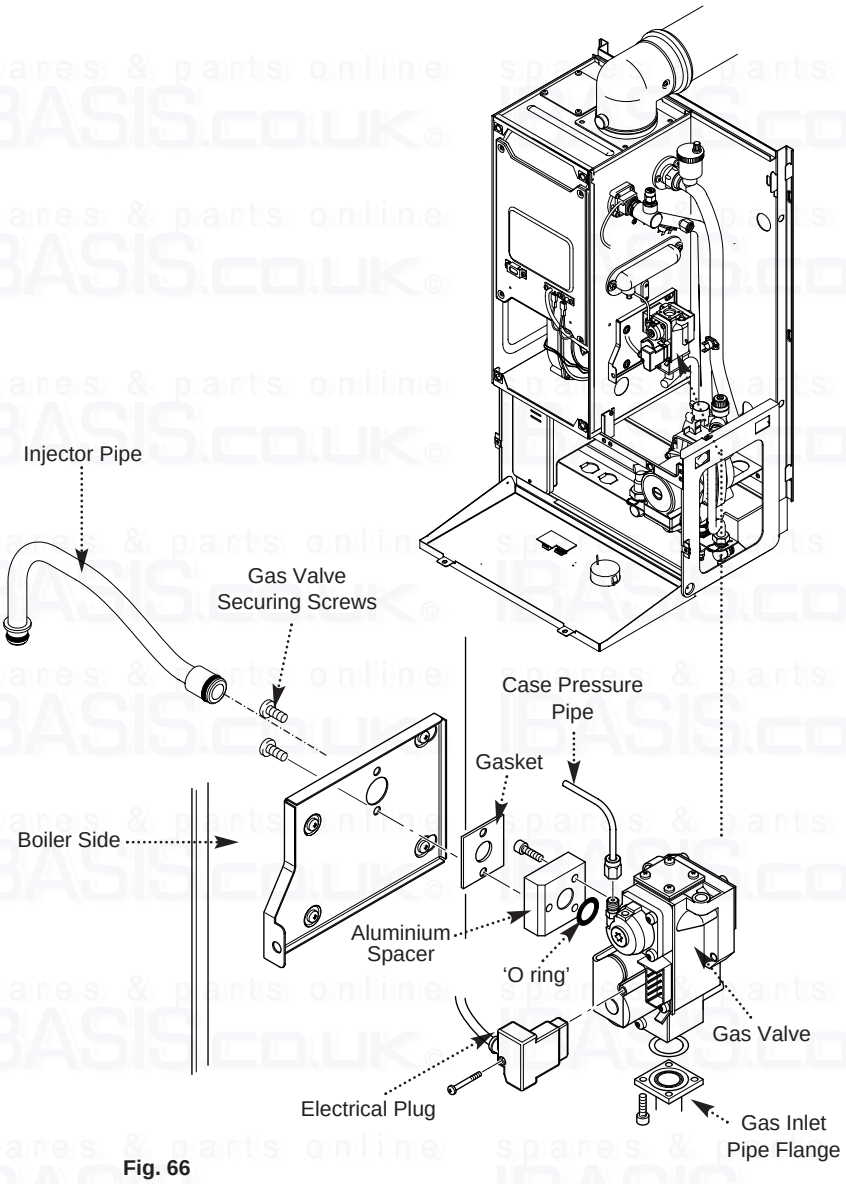

Fig. 66
13.18 Injector Pipe (Fig. 66)
13.19 Gas Valve (Fig. 66)